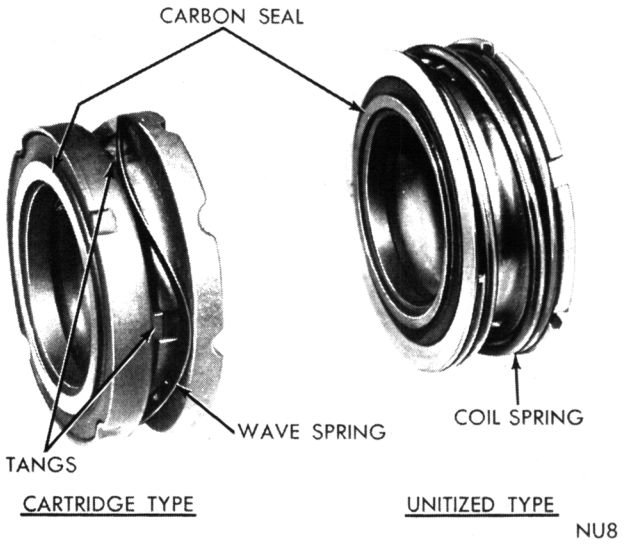

Fig. 63—Gas Seal Identification
The crankshaft gas seal replacement package consists of the crankshaft gas seal assembly and crankshaft bearing housing seal seat plate. Two types of crankshaft seals are supplied for service (Fig. 63). If the replacement package contains the cartridge-type seal, follow the entire installation procedure given below. If the replacement package contains the unitized type seals, follow the appropriate sections only.
(1) Immerse the new seal seat in clean refrigerant oil and install in the bearing housing with the smooth (micro finish) side up. Use a sleeve with the minimum inside diameter of 1-3/8″ to avoid damaging the micro finish sealing surface of the face plate. Tap the sleeve lightly until the seal seat is fully seated in the housing.
(2) Before installing the cartridge-type assembly, inspect the assembly to make sure that the tangs of the carbon seal are indexed in the slots of the mating, steel part (Fig. 63).
(3) Immerse the seal assembly in clean refrigerant oil, carbon ring up.
(4) Hold the seal assembly firmly at the outside edge, at the same time preventing the ring from coming out of position. Do not touch the sealing face of the carbon seal.
(5) When the seal bottoms against the crankshaft bearing, inspect the indexing tangs of the carbon ring again.
(6) Oil the bearing housing oil seal and install. (Make certain that the seal is evenly stretched into position.)
(7) Wipe the seal seat clean with a lint-free cloth, and re-oil with refrigerant oil.
(8) Install the bearing housing, taking care to ensure that the "nose" of the crankshaft does not touch the seal seat in the bearing housing.
(9) Insert 5, 1/4 x 20 screws and pull bearing housing squarely into position. This must be done 1/2 turn at a time per screw so that the ball bearing outer race will not be jammed by the bearing housing.
(10) Replace drive key in shaft.
(11) Assemble clutch to compressor and turn crankshaft by turning clutch armature. No more than 10